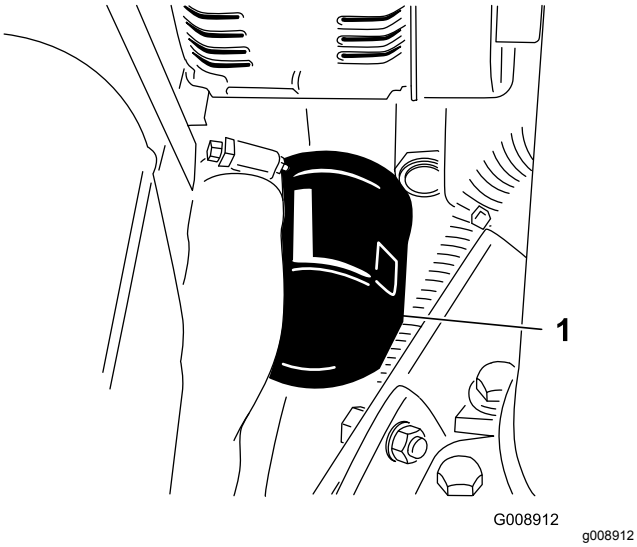

Rysunek 64
2. Wyciągnij filtr oleju (Rysunek 64).